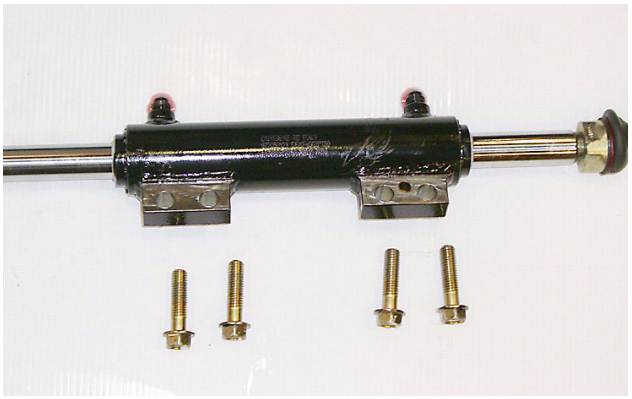

Fig. 7
* Photo **(Fig. 7)** shows the removed power steering cylinder.